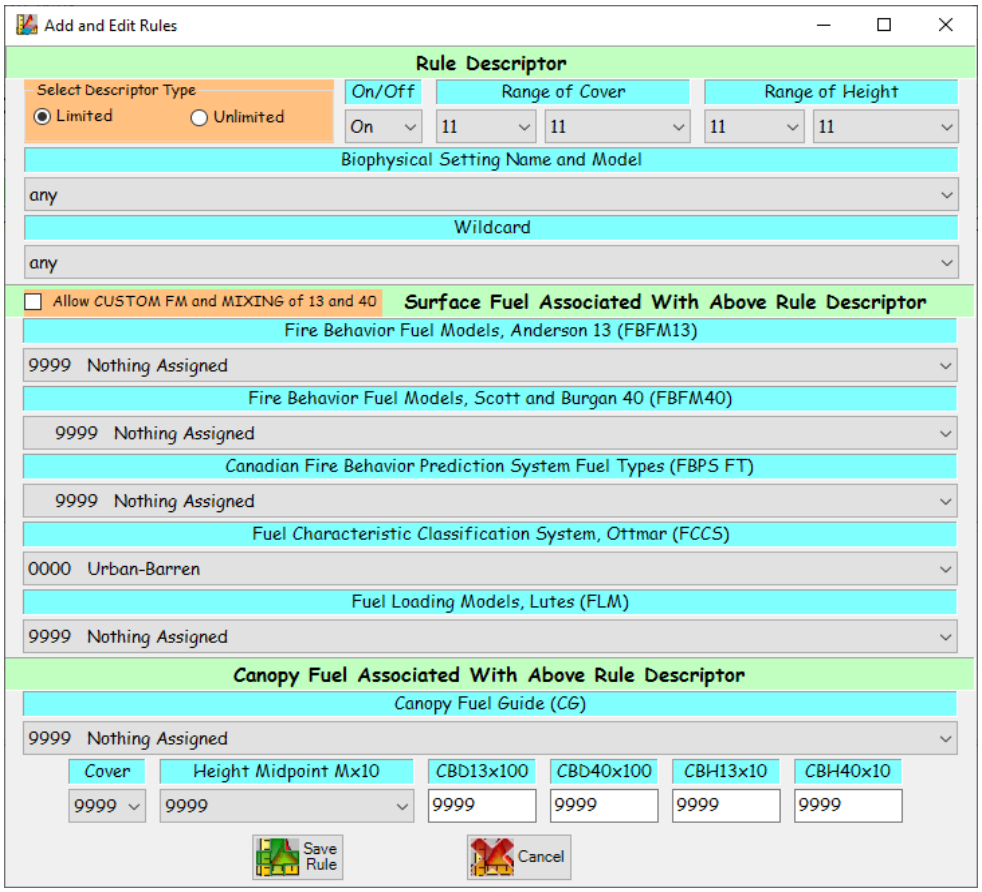

Figure 6-15. Add and Edit Rules *dialog box.*
- After clicking **Add Rule** (or **Edit Rule)**, the following **Add and Edit Rules** dialog box will open (Figure 6-15).
- Select a **Descriptor Type** using the associated radio buttons at the upper left corner of the dialog box (Figure 6-15).
- Toggle the rule descriptor **On** or **Off** using the drop-down menu (Figure 6-15).